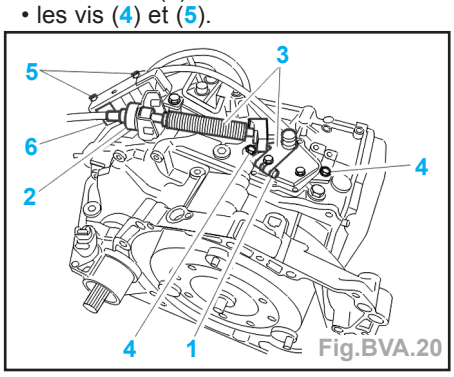

Fig.BVA.20
- Déposer (Fig.BVA.20) :
- le boulon (1),
- l'agrafe (2),
- l'ensemble (3),
- les vis (4) et (5).